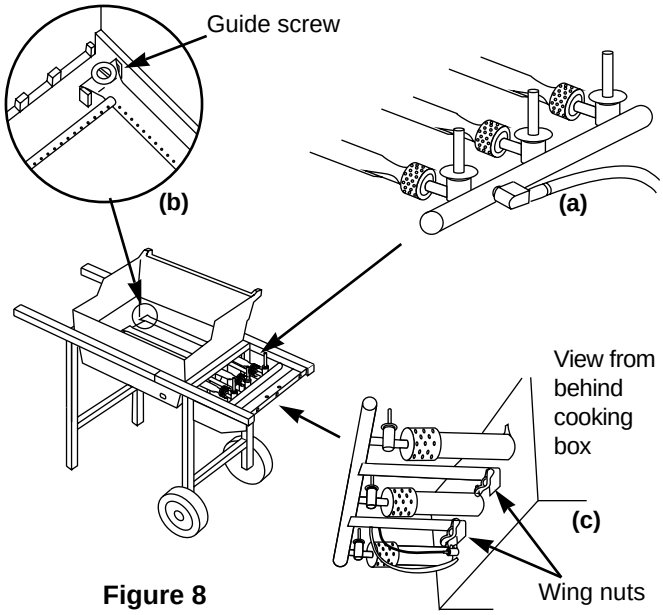

Figure 8
a) Do the valves fit into the ends of the burners? Figure 8 (a).
b) Are the ends of the burners under the washers at the left rear and left front of the cooking box? The screws are only guides. Do not tighten. Figure 8 (b).
c) Are the wing nuts under the burner assembly hand tight? Do not tighten with pliers. Figure 8 (c).